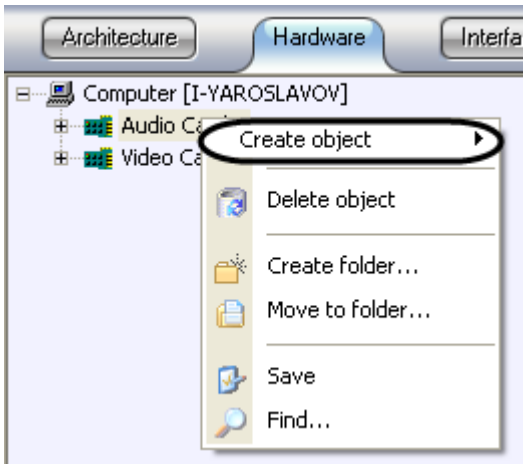

Figure 7.3-5 Selecting Create object in the Main functions menu
c. display the context menu by clicking the right mouse button and select Create object (Figure 7.3-5);